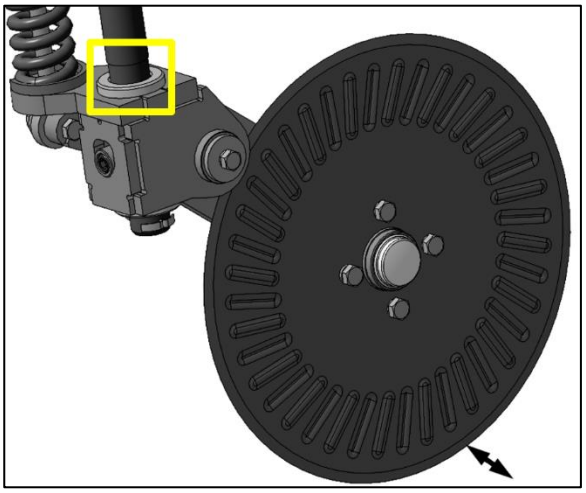

Рисунок 51 – Турбонож
6.2.7 Обильно смазать машинным маслом стойку крепления турбоножа, и проверить боковой ход турбоножа, рис. 51.